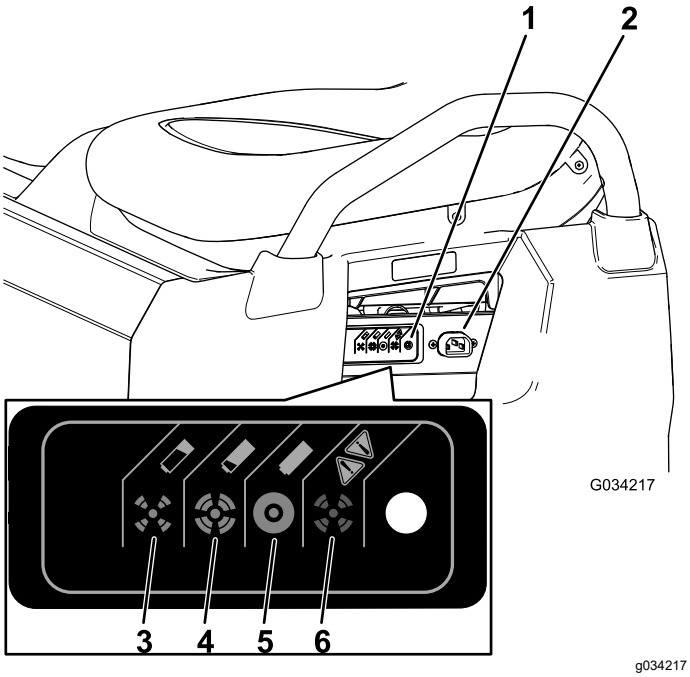

Figura 38
3. Conecte un cable de cargador **de calibre 16 (o de diámetro superior), de 2,5 m o más corto** al conector de carga de la máquina (Figura 38).
Consulte la siguiente tabla y Figura 38 para conocer el significado de los colores cambiantes del indicador de estado del cargador.